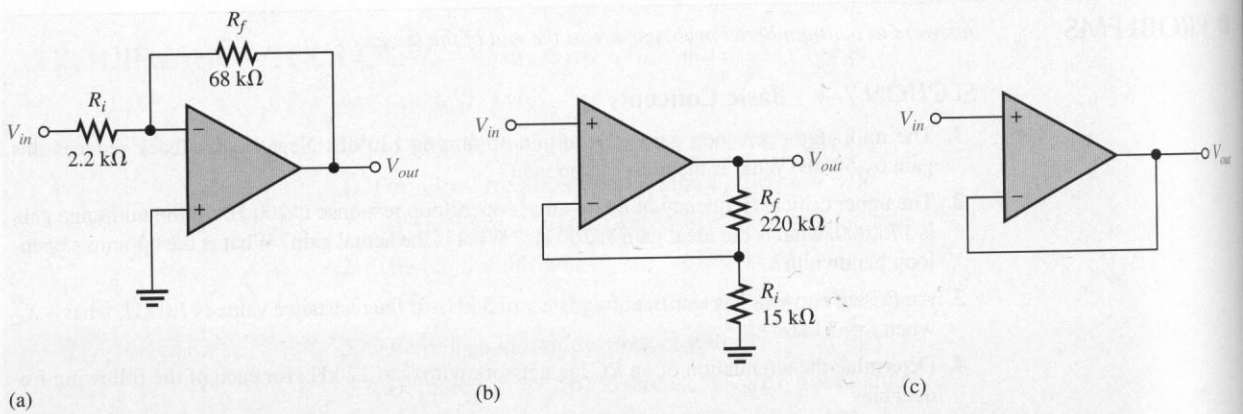

FIGURE 7–29
11. Determine the midrange gain in dB of each amplifier in Figure 7–29. Are these open-loop or closed-loop gains?